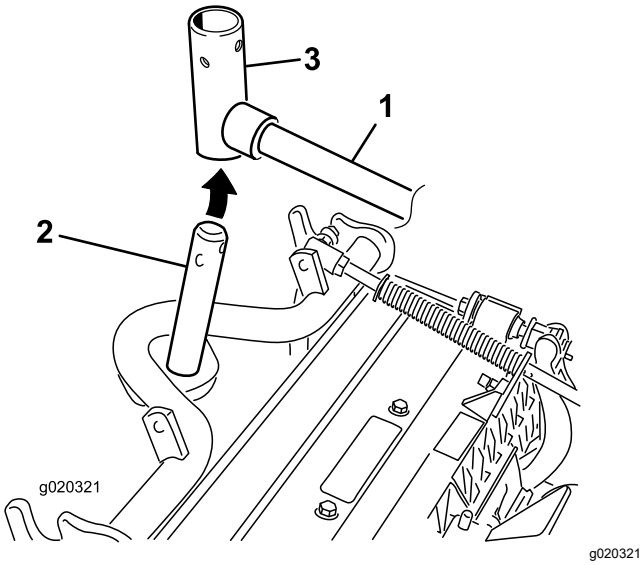

Figuur 7
9. Als u een voorste maai-eenheid monteert, moet u de maai-eenheid onder de hefarm schuiven, terwijl u de as van het draagframe in het juk van het draaipunt van de hefarm steekt (Figuur 7).
B. Plaats het juk van de hefarm op de as van het draagframe (Figuur 7).